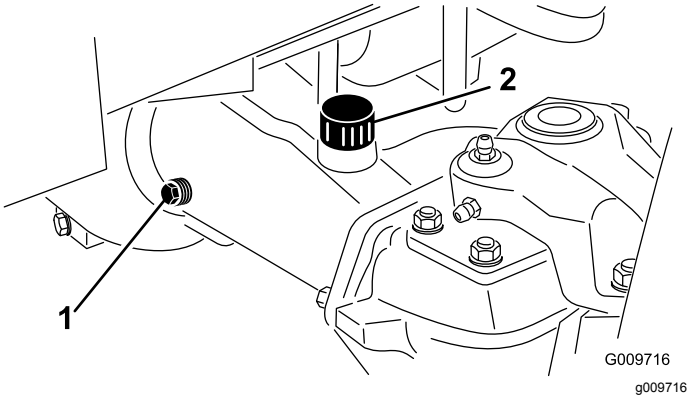

Figuur 68
2. Verwijder de controleplug van 1 uiteinde van de as (Figuur 68) en controleer of het smeermiddel tot aan de onderkant van de opening komt.
3. Indien het peil te laag staat, verwijdert u de vulplug (Figuur 68) en vult u voldoende transmissieolie bij totdat het peil de onderkant van de opening van de controleplug bereikt.